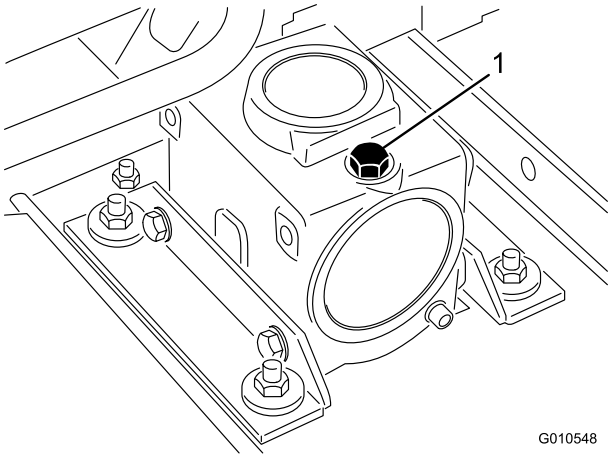

Figura 18
3. Togliete il tappo di riempimento/asta di livello da sopra gli ingranaggi (Figura 18) e verificate che il lubrificante si trovi tra i segni riportati sull'asta.